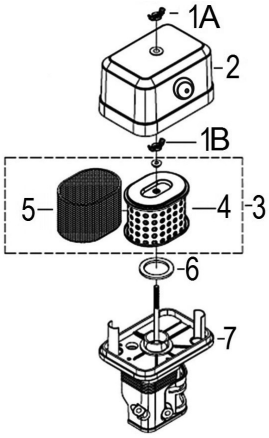

Рис. 21 Обслуживание воздушного фильтра
1. Открутите барашковую гайку 1А и снимите крышку 2 воздушного фильтра (Рис. 21).
2. Открутите барашковую гайку 1В и извлеките из корпуса воздушный фильтр 3 в сборе (Рис. 21).
Поролоновый (предварительный) фильтрующий элемент 5 установлен на корпусе бумажного фильтрующего элемента 4 (Рис. 21).
4. При незначительном загрязнении промойте поролоновый фильтрующий элемент 5 (Рис. 21) теплым мыльным раствором и просушите. Поврежденный или сильно загрязненный поролоновый фильтрующий элемент замените.
5. Произведите очистку корпуса 7 и крышки 2 воздушного фильтра, не допуская попадания пыли и грязи в воздуховод, ведущий к карбюратору (Рис. 21).
7. Перед установкой воздушного фильтра убедитесь, что уплотнительное кольцо 6 воздушного фильтра находится на месте и не имеет повреждений (Рис. 21).